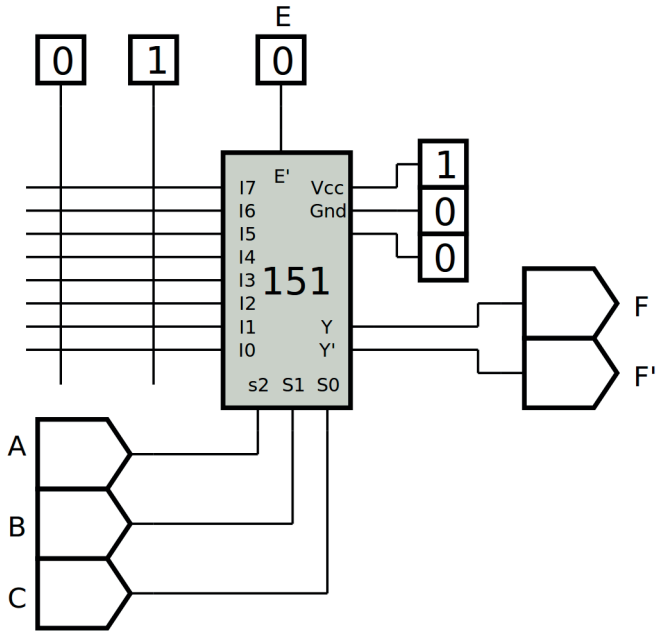
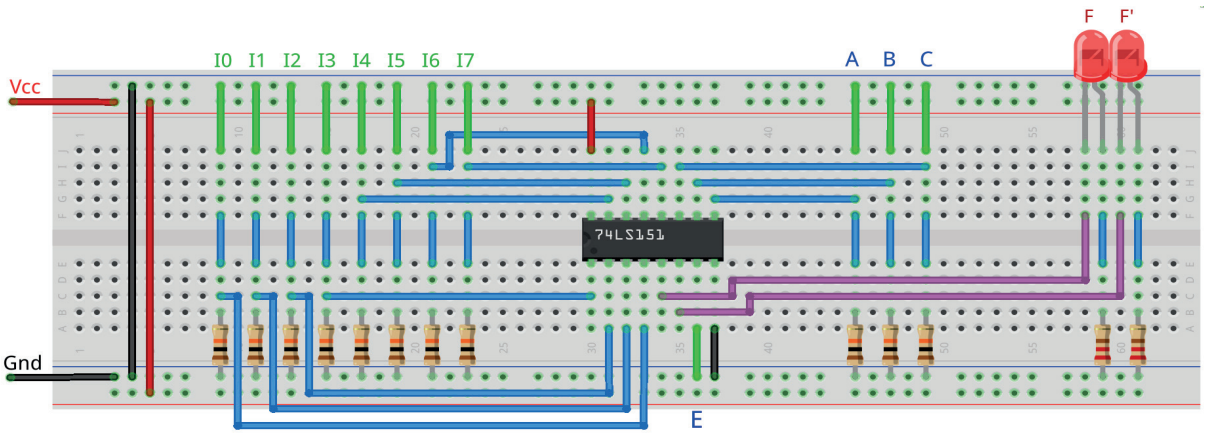

Figura 8.8 – Diagrama esquemático.
Figura 8.10 – Disposição dos componentes na placa de montagem.
2. Monte o circuito na placa de montagem, conforme figura 8.10.
3. Ajuste as entradas de I0 até I7 conectando os fios verdes apropriadamente ou no barramento Vcc (1) ou no barramento Gnd (0) de acordo com a função booleana F(A,B,C).
6. Utilize um programa de simulação em computador (SmartSim, Atanua, Qucs) faça a simulação do circuito da figura 8.8. Compare os resultados com a tabela 8.2.